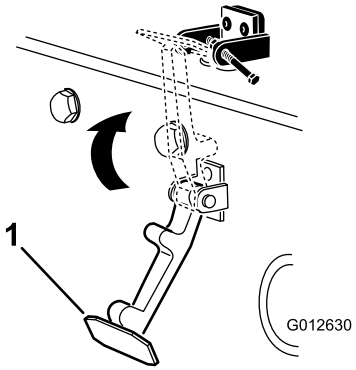

Figura 9
6. Enganche el cierre en el cerradero del capó (Figura 9).